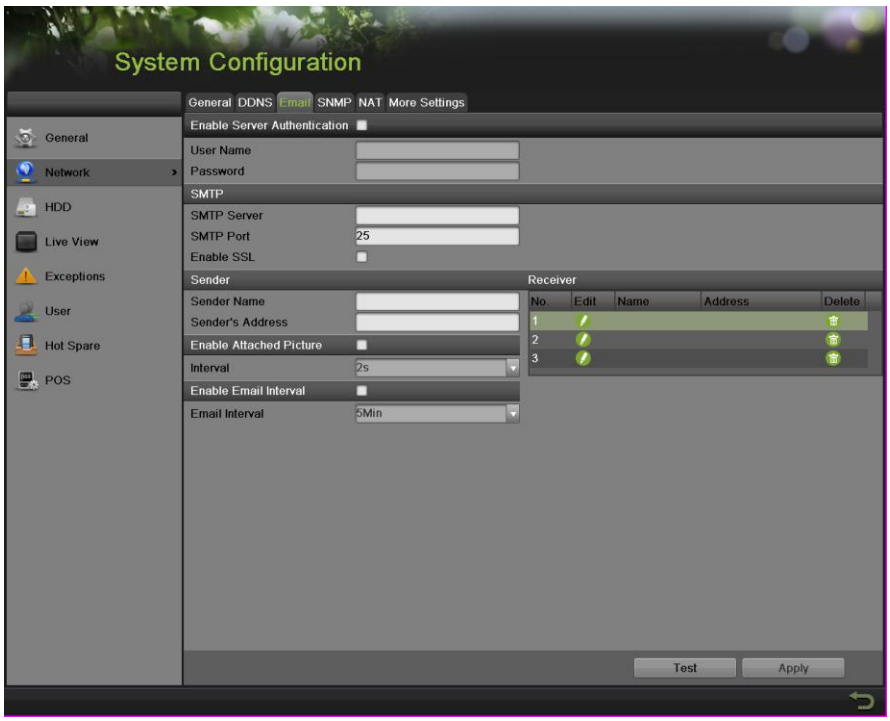

Figure 98 Email Configuration Menu
2. Select the Email tab, as shown in Figure 98.